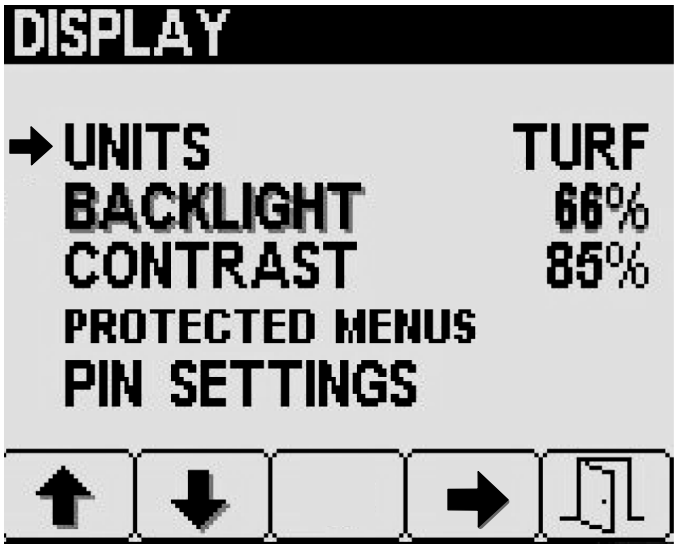

Figur 27
2. På skærmen Display skal du trykke på knap et eller to for at navigere til muligheden Enheder og så trykke på knap fire for at vælge Enheder (Figur 27).